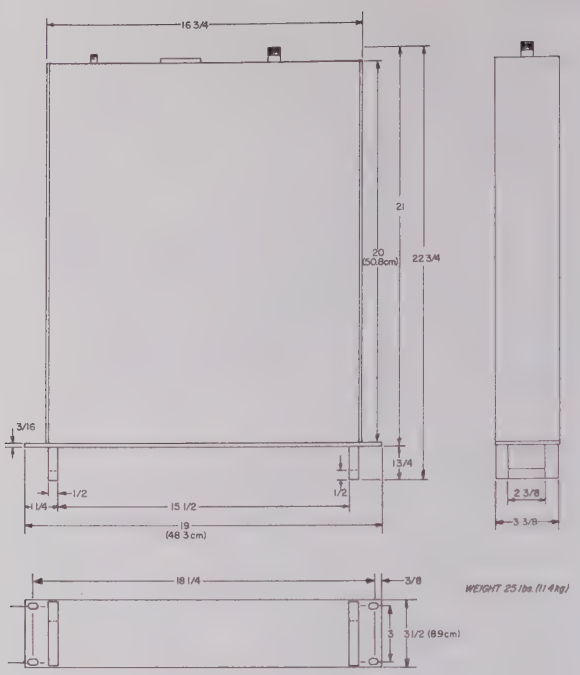

Figure 2-13 Model 1011 Multiplexer Outline and Mounting Dimensions
b. Rack Mounting. The Model 1011 is designed to be rack-mounted in a standard cabinet using the slides supplied with the instrument. Refer to Figure 2-13 for mounting dimensions.